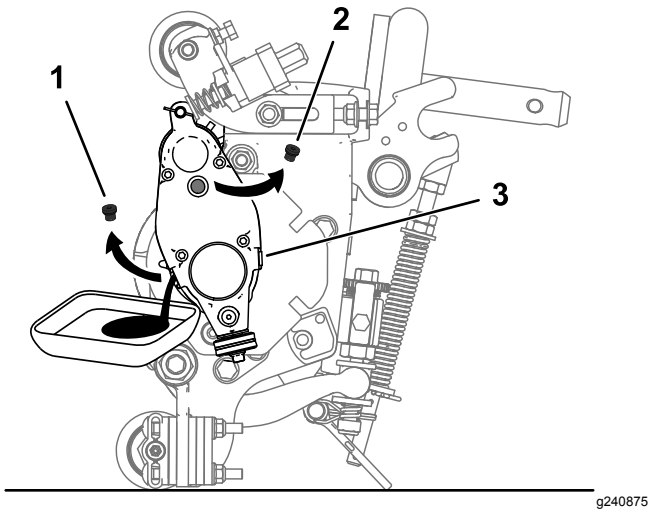

Figuur 25
5. Kantel de maai-eenheid naar achteren op de kick-standaard zodat de aftapopening onderaan is en de olie volledig afgetapt wordt (Figuur 25).